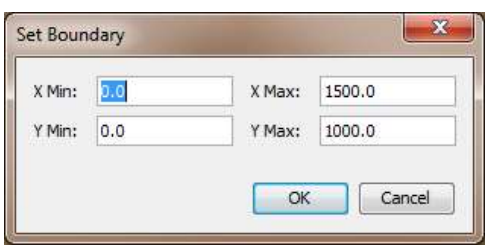

**Figure 6-4: Quick Set Boundary dialog**
- **Quick Set Min/Max** – Select this to create a boundary that is an axis-aligned box using min/max x and y bounds as shown in Figure 6-4.